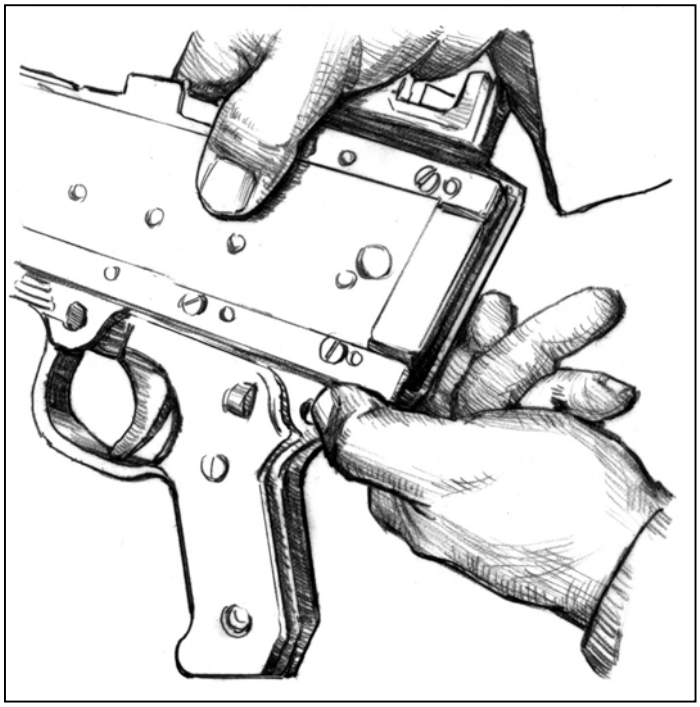
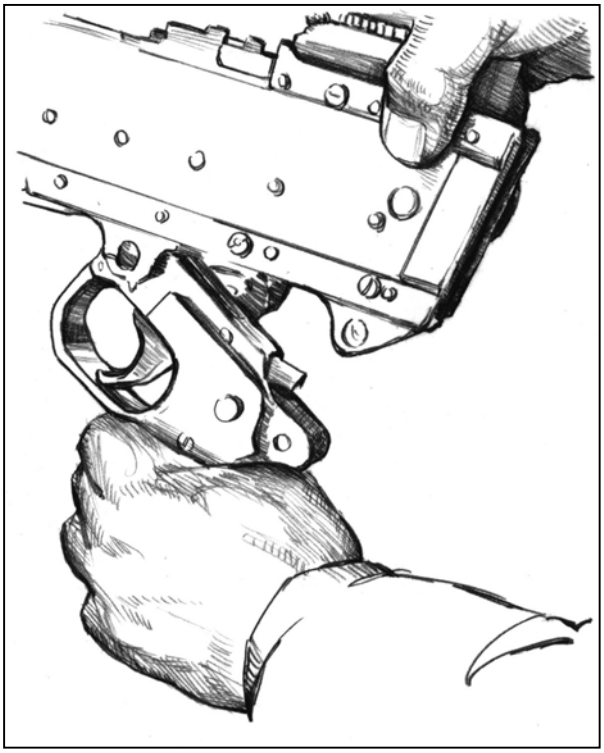

Figure 3-15. Trigger spring pin.
Figure 3-16. Removal of trigger housing.
d. **Remove the Trigger Housing Assembly**. Depress spring pin and remove. You may need to use the back of the back plate of the buttstock to tap on the spring pin, then remove pin with fingers. All pins go from right to left (Figure 3-15, page 3-14). Rotate the rear of the trigger-housing group assembly down, disengage the holding notch at the front of the assembly from its recess on the bottom of the receiver, and remove the assembly from the receiver (Figure 3-16, page 3-14).